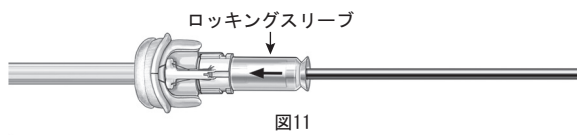

図11
14. ロッキングスリーブが正しい位置まで到達してカチッという音がするまで、アダプタの上に進めます（図11）。